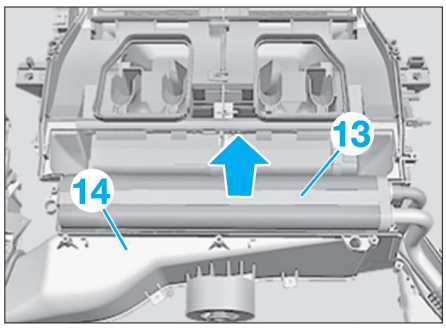

Fig. 31
• Retirer la partie supérieure du boîtier (12) de l'appareil de chauffage/climatisation dans le sens de la flèche.
• Extraire dans le sens de la flèche l'évaporateur (13) de la partie inférieure du boîtier (14) de l'appareil de chauffage/climatisation **(Fig.31)**.